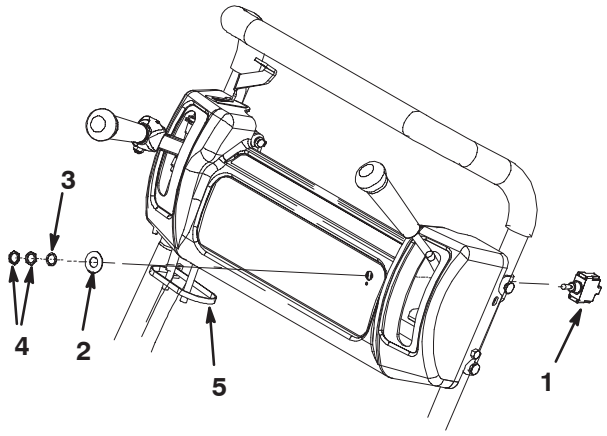

Figure 5
3. At the locations marked on either console, drill (2) .125 in. dia. holes.
- Remove and discard the tabbed washer from the switch (Fig. 5).
- From the back of the console, insert the switch into the larger drilled hole (Fig. 5).
- Slide the new tabbed washer w/decal onto the switch while inserting the tab into the small drilled hole (Fig. 5).
- Secure the switch and components to the console with the wave washer and (2) jam nuts (Fig. 5).